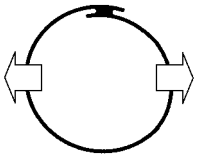

Fig. 7-4
- For that purpose place both index fingers into the hose and pull outwards (Fig. 7-4).